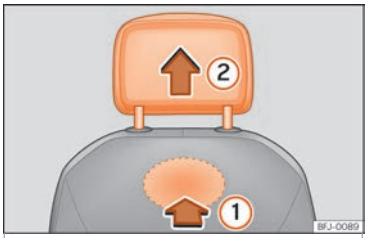

Fig. 109 Front headrest: removal.
• To unlock it, look for the rabbet on the bottom of the backrest and press in the direction of the arrow ››› Fig. 109 ①.
• Remove the head restraint in the direction of the arrow ②.